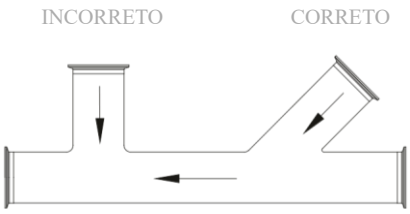

Figura 2
- Evite transições abruptas no sistema de tubulação (*Figura 2*).